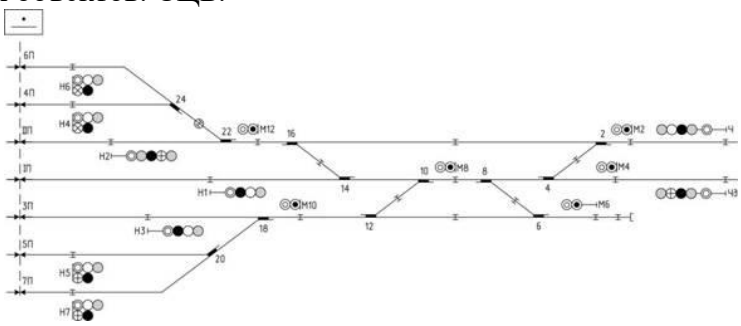

Рисунок 12 – Схематический план горловины станции
20. Дан схематический план горловины станции (Рис. 12). Определить ординаты напольных объектов. СЦБ.